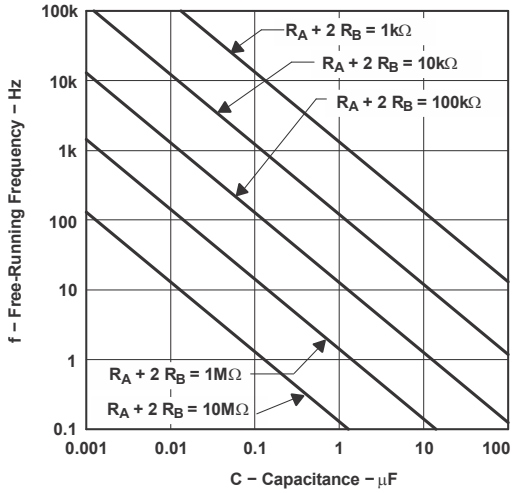

Figure 6-8. Free-Running Frequency
These equations and those given earlier are similar in that a time constant is multiplied by the logarithm of a number or function. The limit values of the logarithmic terms must be between ln(2) at low frequencies, and ln(3) at extremely high frequencies. For a duty cycle close to 50%, an appropriate constant for the logarithmic terms can be substituted with good results. Output waveform duty cycles less than 50% require that $t_{c(H)}$ / $t_{c(L)}$ < 1 and possibly that $R_A \leq r_{on}$. These conditions can be difficult to obtain. Figure 6-8 shows the nominal free-running frequency associated with various combinations of C_T and $R_A + 2 \times R_B$.